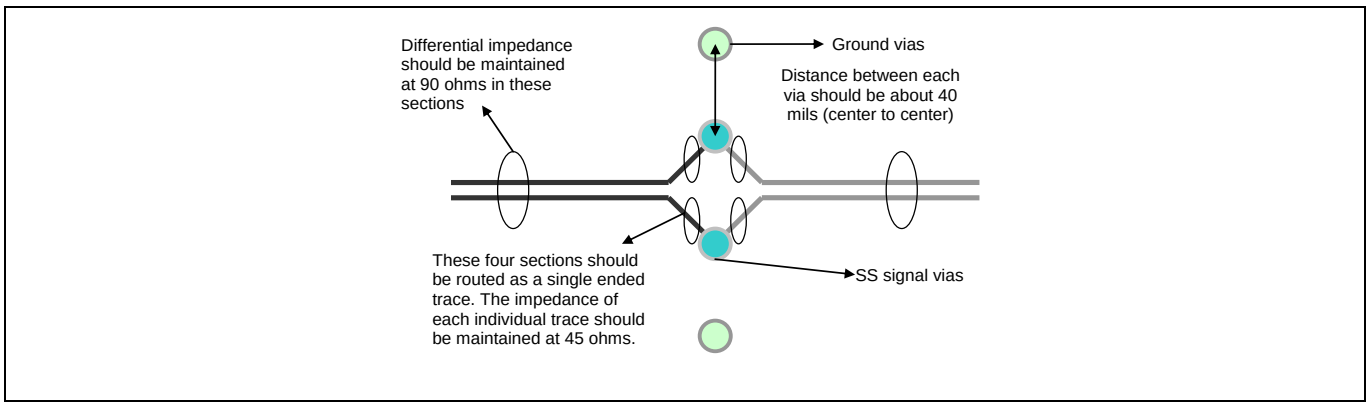

Figure 21 Ground vias
- If signal routing has to be changed to another layer, maintain continuous grounding to ensure uniform impedance throughout. To achieve this, place ground vias next to signal vias. Keep at least 40 mils as the distance between signal and ground vias. See Figure 21